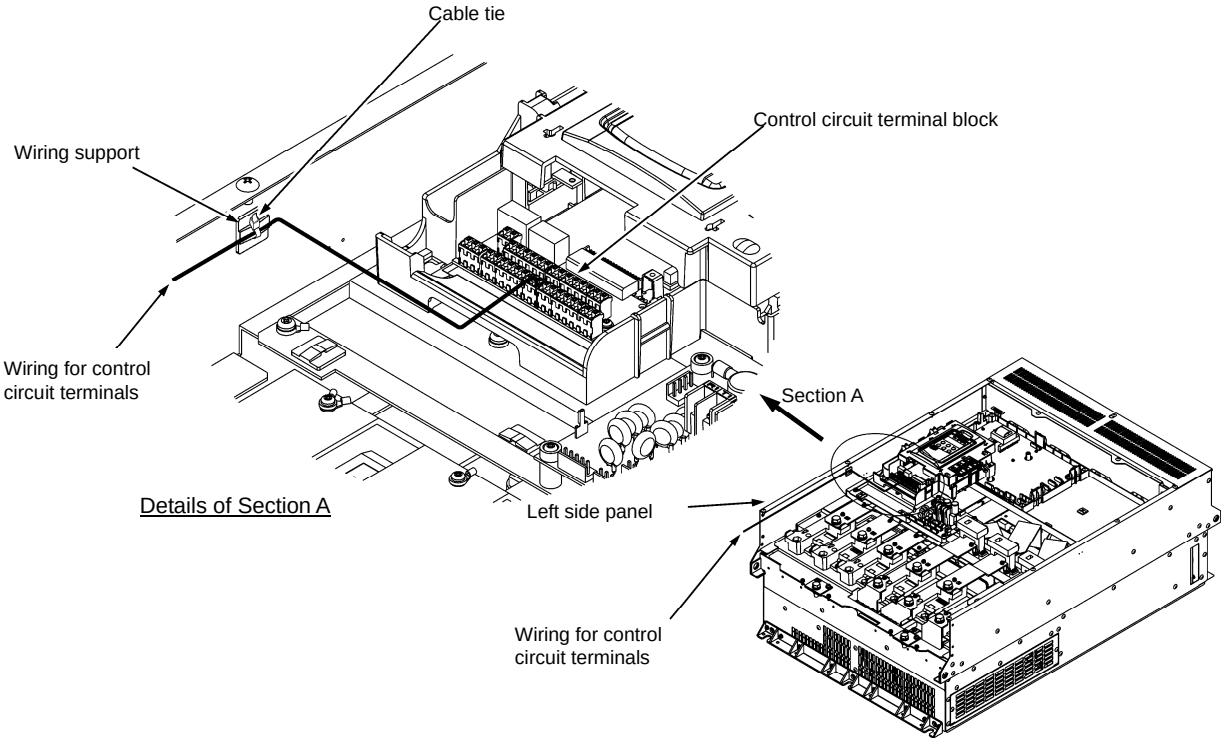

Figure 2.19 Wiring Route and Fixing Position for the Control Circuit Wires
(1) As shown in Figure 2.19, route the control circuit wires along the left side panel to the outside of the inverter.
(2) Secure those wires to the wiring support, using a cable tie (e.g., Insulok) with 0.15 inch (3.8 mm) or less in width and 0.059 inch (1.5 mm) or less in thickness.